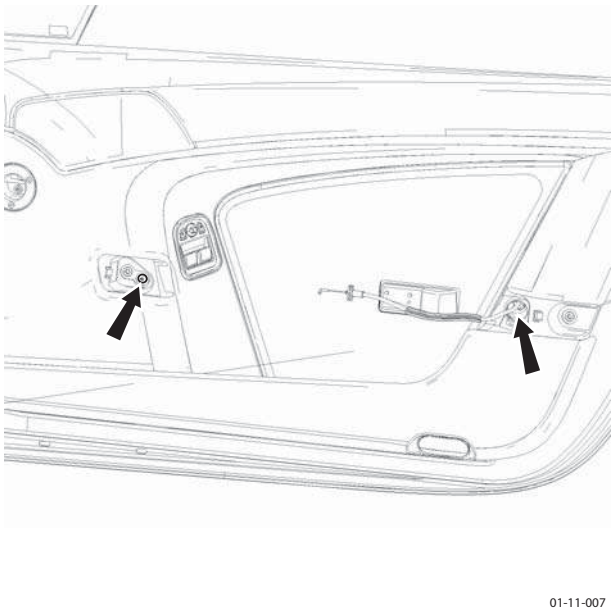

Figure 1
2. Set glass position to access clamping bolts (x2) through apertures in door frame (see Figure 1).